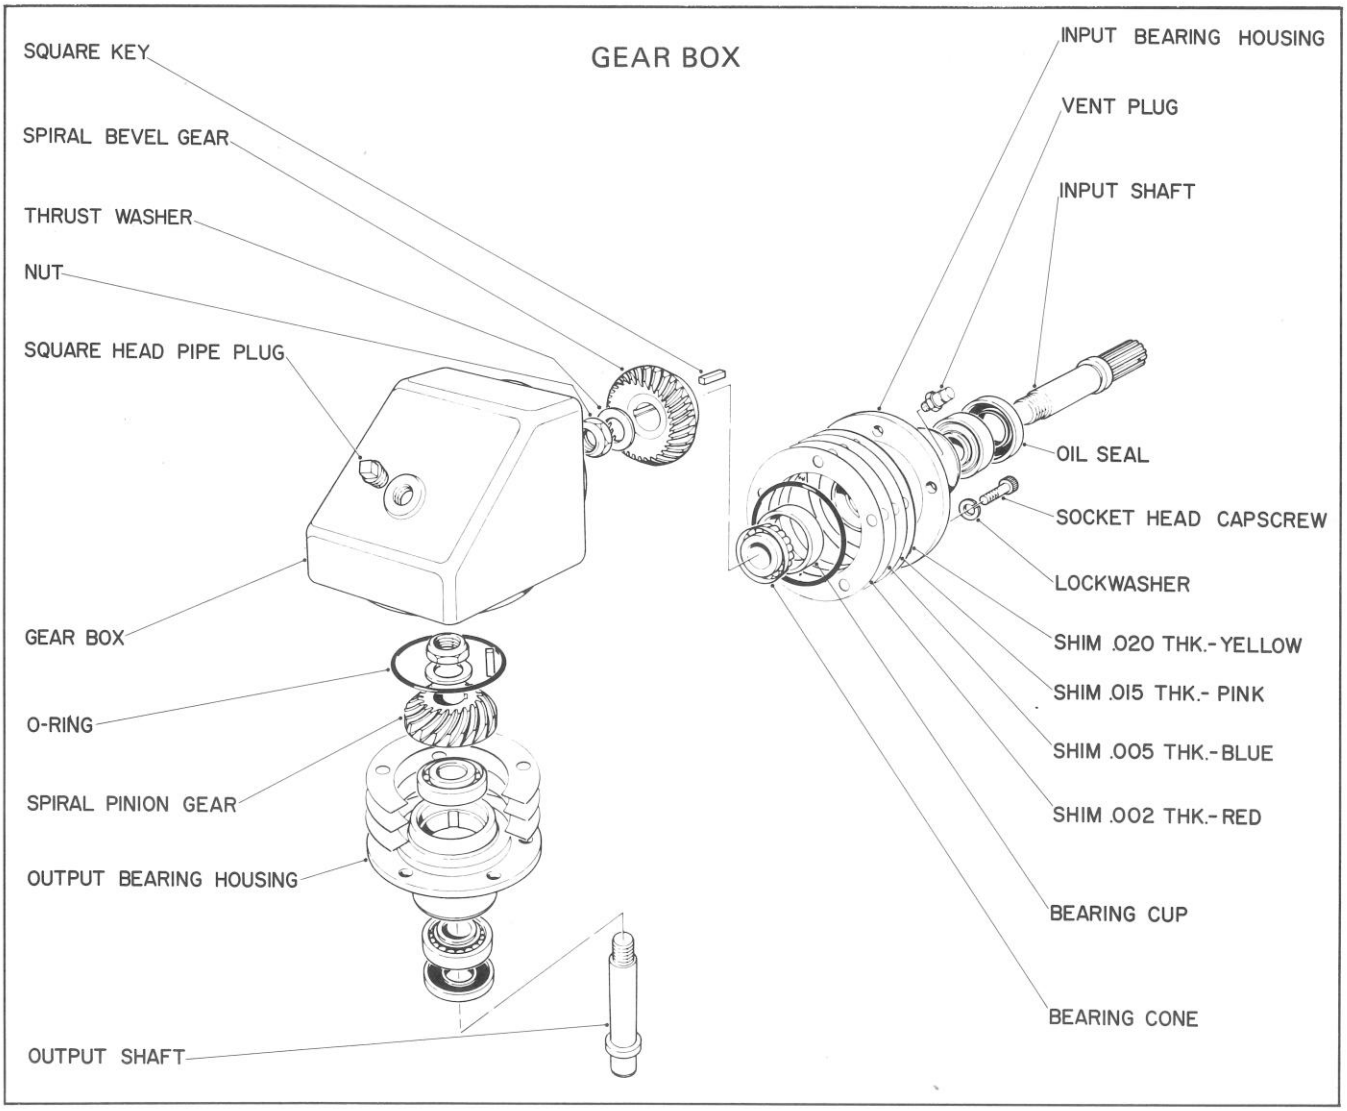
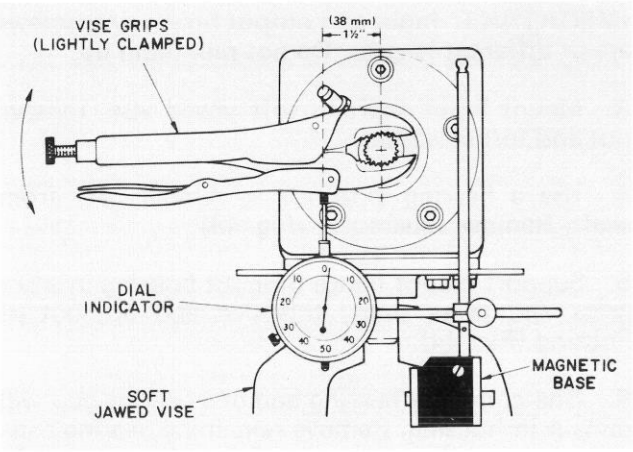

Figure 44
Figure 45
2. Remove pipe plug from gear box and drain oil out of gear box (Fig. 44).
1. Remove five (5) capscrews securing input housing assembly; tap input housing with soft-faced hammer and pull on input shaft to remove from gear box (Fig. 44).
2. Remove five (5) capscrews securing output bearing housing to gear box, tap housing with soft-faced hammer and pull on output shaft to remove assembly from gear box (Fig. 44).
4. Use a bearing separator to remove gear from shaft. Remove square key (Fig. 44).
5. Support mount flange of input housing in arbor press and press shaft, threaded end up, out of housing (Fig. 44).
7. Use procedures 3 through 6 to disassemble the output shaft assembly (Fig. 44).
8. Discard and replace the shaft, nut, shaft seal and housing O-ring for both assemblies (Fig. 44). Discard and replace all worn and damaged parts.
1. Press bearing cups into bearing housing with small I.D. of cups toward inside of housing (Fig. 44).
3. Press on the remaining bearing cone. Install square key and press on gear. Use Loc-tite 242 or 601 on shaft and gear. Install thrust washer and nut (Fig. 44).
5. Apply No. 2 Permatex to outer surface of seal, apply oil to seal lips and press new seal into housing with seal lips facing inward (Fig. 44).
1. Install shims on housing (Fig. 44).
2. Oil O-rings, install on housing (Fig. 44) and insert both shaft assemblies into gear box (Fig. 44).
4. Clamp the output shaft of gear box in a soft-jawed vise, lightly clamp a pair of vise-grip pliers to the input shaft, mount a dial indicator with magnetic base to the vise, move vise grips up and down and check input gear backlash (Fig. 44). Backlash should be .005-.010 inch (0.13-0.25 mm) with indicator positioned one and one-half inch (38 mm) from center of shaft (Fig. 45). If backlash is incorrect, remove input housing assembly and add or subtract shims as necessary. Repeat procedures until correct backlash is obtained. Shims are available in .002, .005, .015 and .020 inch (0.051, 0.13, 0.38 and 0.51 mm) sizes (Fig. 44).